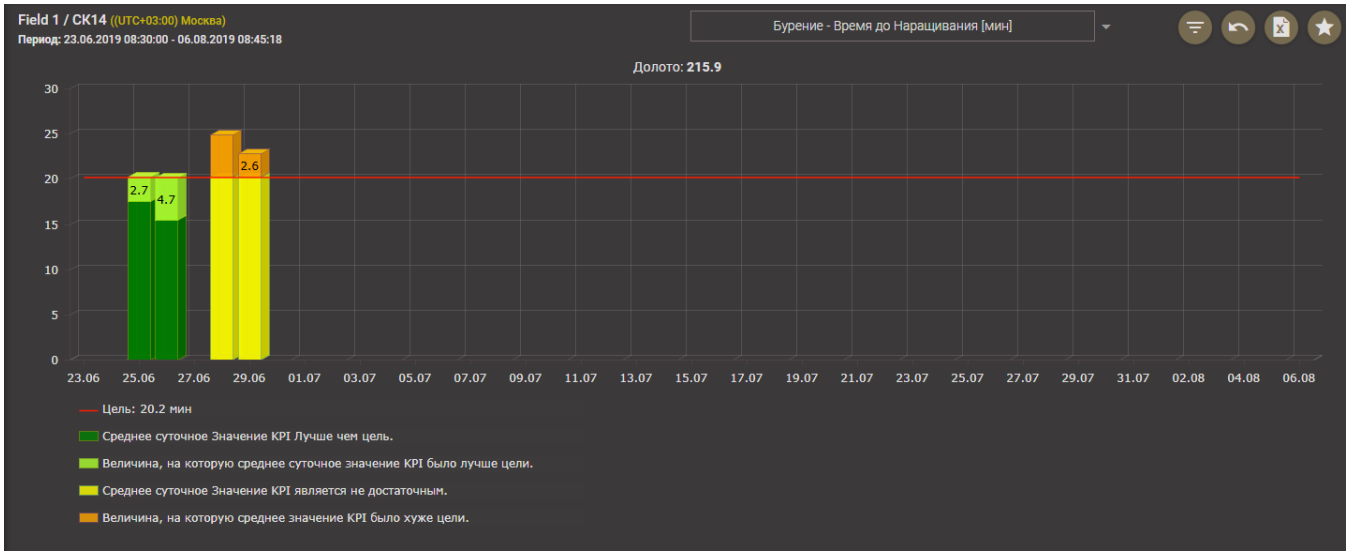

Рис. 2.59
2) В области отображения появятся диаграммы с выбранным показателем эффективности (рис. 2.59).